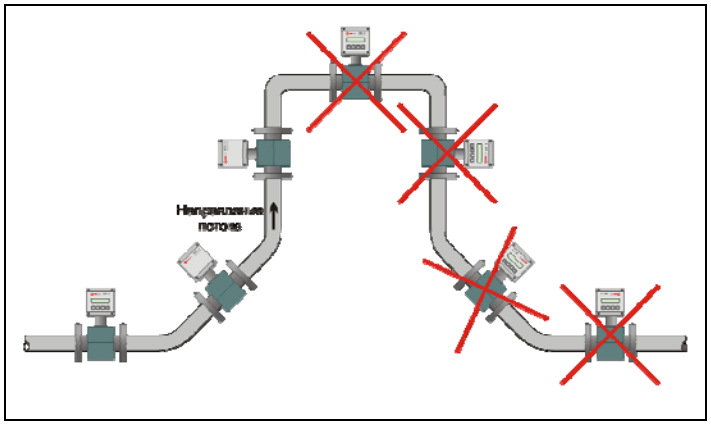
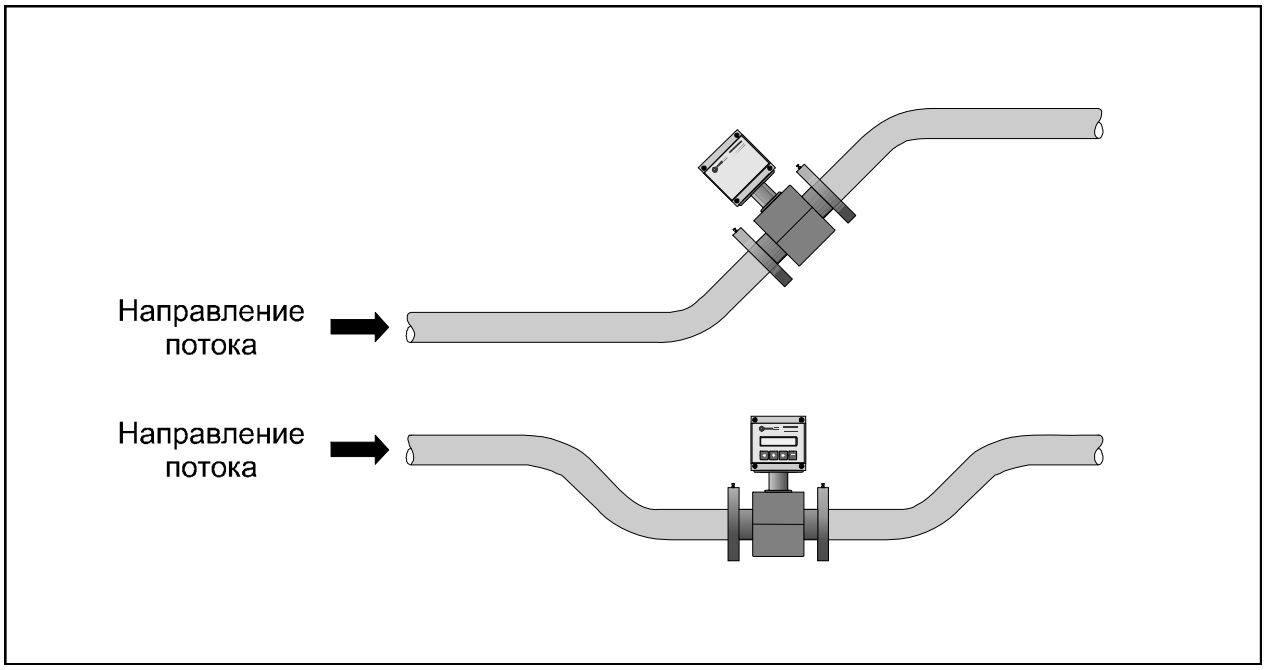

Рисунок 3 — Варианты установки датчика расхода
Рисунок 4 — Рекомендуемое размещение датчиков расхода на горизонтальном трубопроводе
2.2.2.2 Первичный преобразователь (датчик) расхода устанавливается в соответствии со стрелкой, указывающей направление потока, на горизонтальном, вертикальном или наклонном трубопроводе при условии, что весь объём трубы первичного преобразователя в рабочих условиях заполнен измеряемой средой (рисунок 3), а ось, соединяющая электроды датчика расхода горизонтальна (рисунок 4). Горизонтальность проверяется визуальным осмотром. Как исключение, возможно отклонение оси электродов от горизонтальной линии в случае гарантированного исключения образования газовой прослойки вблизи электродов, которая может препятствовать нормальной работе датчика расхода.
2.2.2.5 В случае горизонтальной установки рекомендуется размещать датчик расхода в наиболее низкой или на восходящей для потока наклонной части трубопровода (рисунок 4), где проточная часть датчика расхода будет полностью заполнена жидкостью с наибольшей вероятностью.